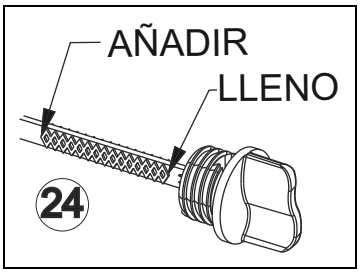

Figura 4-2. Llenado de aceite/varilla de medición
5. Llene hasta el nivel superior de la varilla de medición. Vea la Figura 4-2.